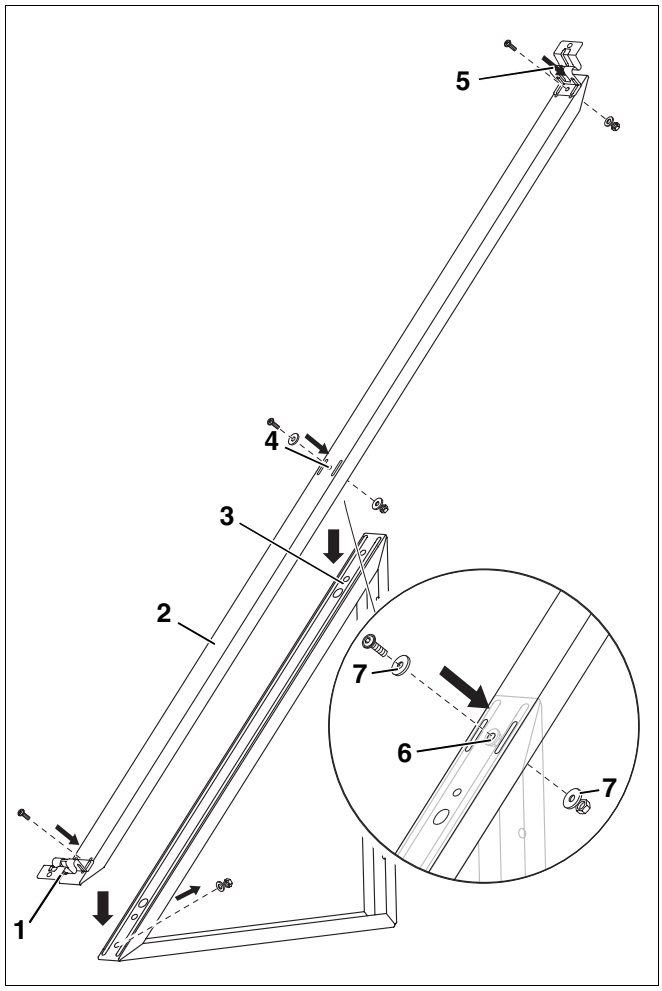

Afb. 46 U-rails monteren
- Leg de lange U-rails (afb. 46, **pos. 2**, pagina 41) op de collectorsteunen (afb. 46, **pos. 3**, pagina 41).
- Schroef de U-rails (afb. 46, **pos. 2**, pagina 41) aan de collectorsteunen (onderste en bovenste boringen).
De bovenste boringen van de collectorsteunen (afb. 46, **pos. 6**, pagina 41) worden met de bijgeleverde schroeven met bolle kop (M8 × 16), moeren en twee vulringen (afb. 46, **pos. 7**, pagina 41) vastgeschroefd.
- Let er bij de montage op, dat u alle schroeven en vulringen (afb. 46, **pos. 7**, pagina 41) monteert en vastdraait.
- Monteer de onderste collectorhouders (afb. 46, **pos. 1**) samen met de U-rails (afb. 46, **pos. 2**) en de collectorsteunen 45° (afb. 46, **pos. 3**).
- Monteer de bovenste collectorhouders (afb. 46, **pos. 5**).